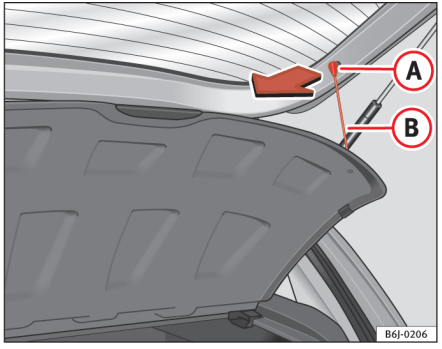

Fig. 90 Bagagerumsafdækning
– Hægt støtterne ⇒ fig. 90 (B) af holderne (A).